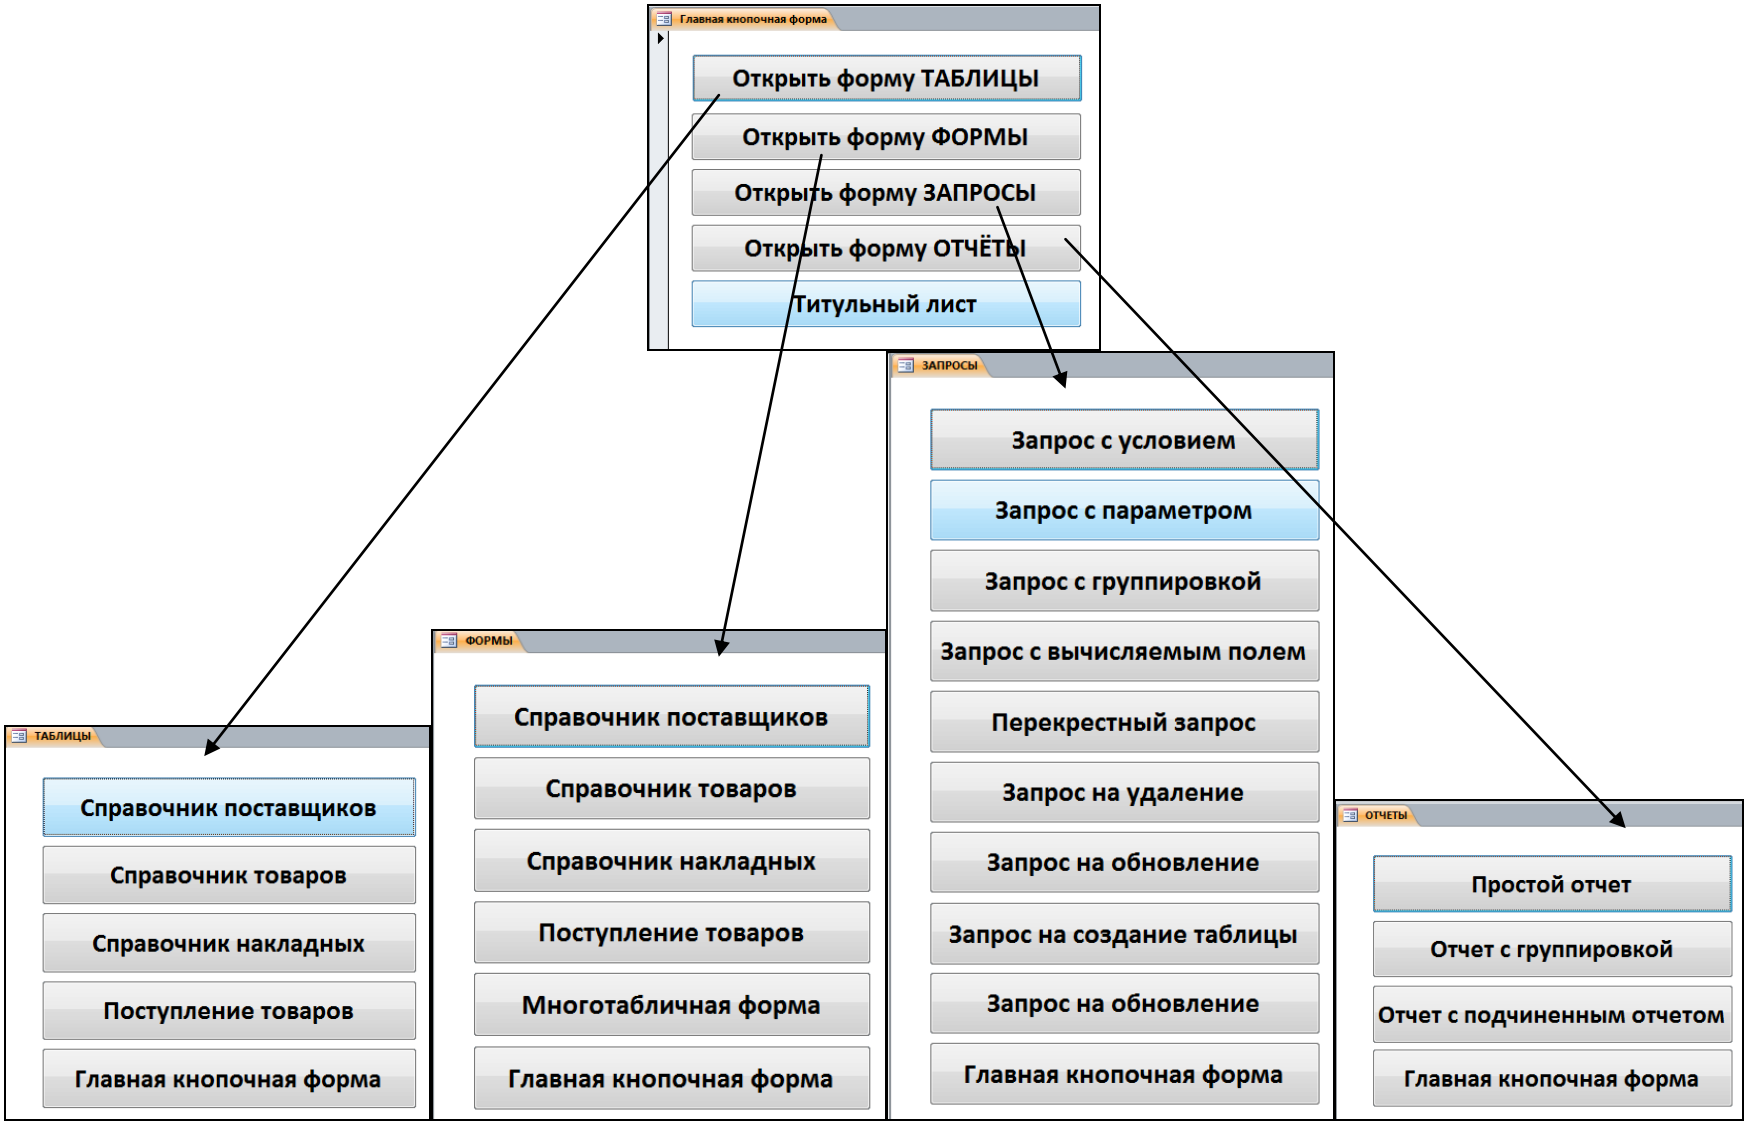

Рис. 7.2. Главная кнопочная форма и кнопочные формы второго уровня
При нажатии на кнопку *База данных* на экране должна отображаться *Главная кнопочная форма*, кнопки которой открывают формы второго уровня (рис. 7.2).
1.8. Аналогичным образом создаются формы *ФОРМЫ*, *ЗАПРОСЫ*, *ОТЧЕТЫ*, содержащие соответствующие кнопки (рис. 7.2). При этом все формы должны открываться в режиме *Формы*, отчеты – в режиме *Просмотр*, а запросы – в режиме *Конструктора*.